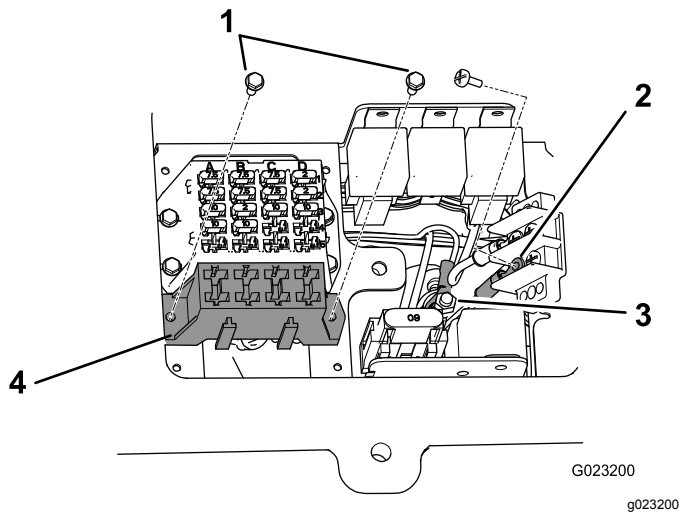

Figure 25
3. Mount the wire-harness-fuse block next to the existing fuse block with the 2 self-tapping screws (#8 x 1/2 inch) included with the wire harness (Figure 25).
4. Connect the small-ring terminal from the wire harness to 1 of the screws on the ground-block terminal (Figure 25).
5. Connect the large-ring terminal, from the wire harness, to the stud on the junction block (Figure 25).